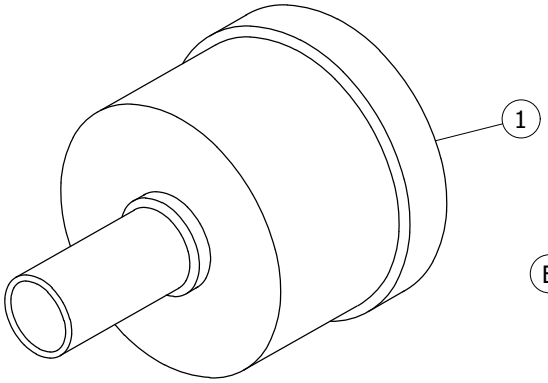

FIGURE 1
(D) ON SINGLE ENTRANCE ADAPTORS (STYLE A ON FIGURE 1), APPLY ONE LAYER OF AQUA-SEAL AND TWO LAYERS OF GRAY TAPE AT THE POINT WHERE THE CONDUIT ENTERS THE ADAPTOR INSIDE THE SUBSTRUCTURE.